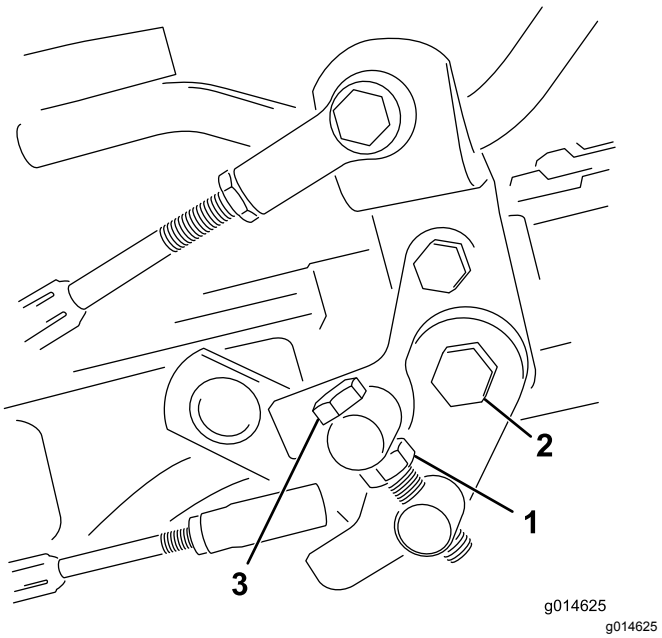

Рисунок 51
1. Ослабьте контргайку на болте цапфы (Рисунок 51).
4. Чтобы зафиксировать регулировку, затяните контргайку на болте цапфы и гайку на шарнире педали (Рисунок 51). Проверьте регулировку и при необходимости повторите ее.